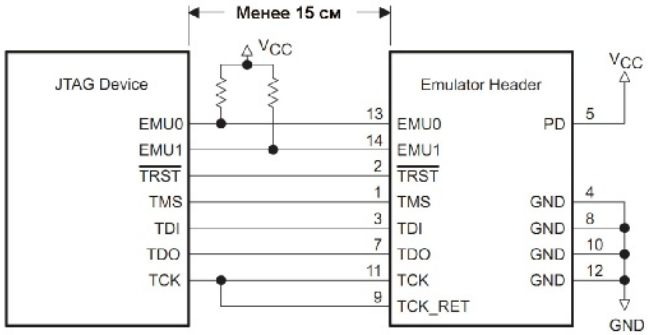

Figure 3-7. No Signal Buffering
- **Buffered emulation signals.** Figure 3-7 shows that the distance between the emulation header and the target device is longer than 15 cm. The target device signals TMS, TDI, TDO, and TCK_RET are buffered through several additional units.